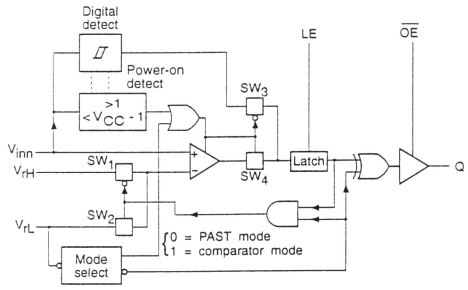

Fig.5 Logic diagram.
2) The comparator mode at which the V_{rL} input must be connected to GND and the V_{rH} input is the active reference level input. In this mode a few resistors must be added to achieve a small hysteresis in order to avoid oscillations. The operation in both modes will be further explained by means of the logic diagram of fig.5.
See fig.5 for logic diagram. The circuit can be applied in two modes that are selected by the mode selector on bases of the level on the V_{rL} input. When the level on this input is in the operating area of the PAST mode (V_{rL} > 1 V) the true output of the mode detector is "0" which means that the PAST mode is selected. When the V_{rL} input is at GND level the true output of the mode detector is "1" by which the comparator mode is selected. This mode needs only one reference input being the V_{rH} input.
The operation in the PAST mode will be further outlined with the aid of Fig.5 and 9. and table 1. When the level of V_{INn} is 0 V the power of the comparator is switched OFF and the output circuit is controlled by the digital detector which output is LOW in that situation. So the output of the transparent latch is LOW. As the output stage is inverting now Q_n is HIGH. In this condition the reference input of the comparator is connected to the $+V_{rH}$ input. When starting from 0 V the level at V_{inn} is increased, at about the V_{LL} level (≈1 V) the DC power of the comparator is switched ON. The control of the output circuit is switched over from the digital detector output to the comparator output, when after a delay the voltage at this node is stabilised. During this operation the output level of the latch output remains LOW and the level of Q_n HIGH. When the level at V_{inn} reaches the V_{rH} level the output level of the comparator turns to HIGH and so the output level of the transparent latch. The level at Q_n turns to LOW. In this instant the reference input of the comparator is switched over from V_{rH} to V_{rL} leaving the output voltage at Q_n constant. When the level at V_{inn} reaches the V_{HH} level (≈V_{CC} – 1 V) the DC power of the comparator is switched OFF. The control of the output circuit is switched over from the comparator output to the digital detector output which voltage level is HIGH in this situation. During this action the level at Q_n remains LOW. When the level at the V_{inn} input is decreased starting at V_{CC} level, at the V_{HH} level (≈V_{CC} – 1 V) the power of the comparator will be switched on again. The control of the output circuit